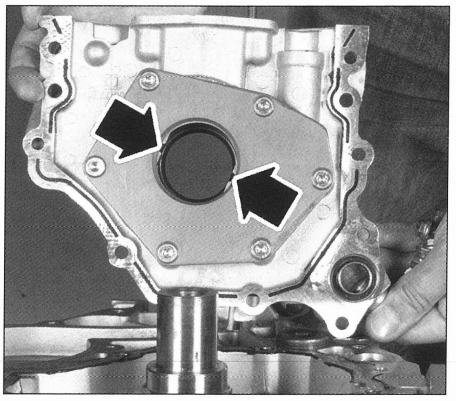

FIG. 18
• Colocar la bomba de aceite en el cigüeñal alineando los dos rebajes de la bomba con los del cigüeñal **(fig. 18).**